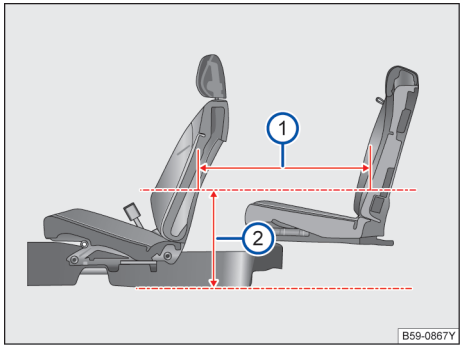

图 91 座间距
当前后排座椅都位于设计位置时，在距离地板位置 415mm 处→ 图 91 ②，座间距为 734mm→ 图 91 ①。 ◁